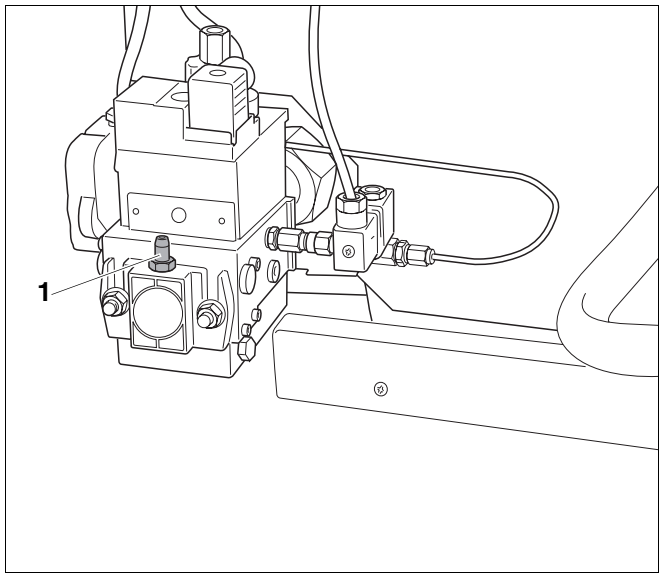

Afb. 9 Gasaansluitdruk meten
- Draai de afsluitschroef van de controlenippel voor gasaansluitdruk en ontluchting (afb. 9, **pos. 1**) aan de gasklep twee slagen los.
- Plaats de meetslang van de U-buis-manometer op de controlenippel (afb. 9, **pos. 1**).
- Draai de afsluitschroef van de controlenippel voor gasaansluitdruk en ontluchting (afb. 9, **pos. 1**) weer zorgvuldig vast.